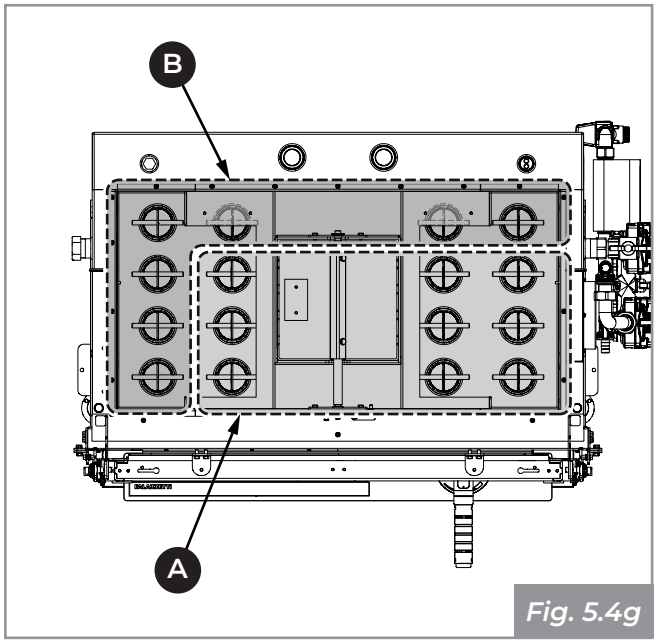

Fig. 5.4g
- Extraire tous les turbulateurs par le haut **(A - Fig. 5.4g)**, à l'exclusion des quatre turbulateurs arrière et des trois turbulateurs sur le côté opposé au circuit hydraulique, qui devront être démontés par le bas **(B - Fig. 5.4g)** ;